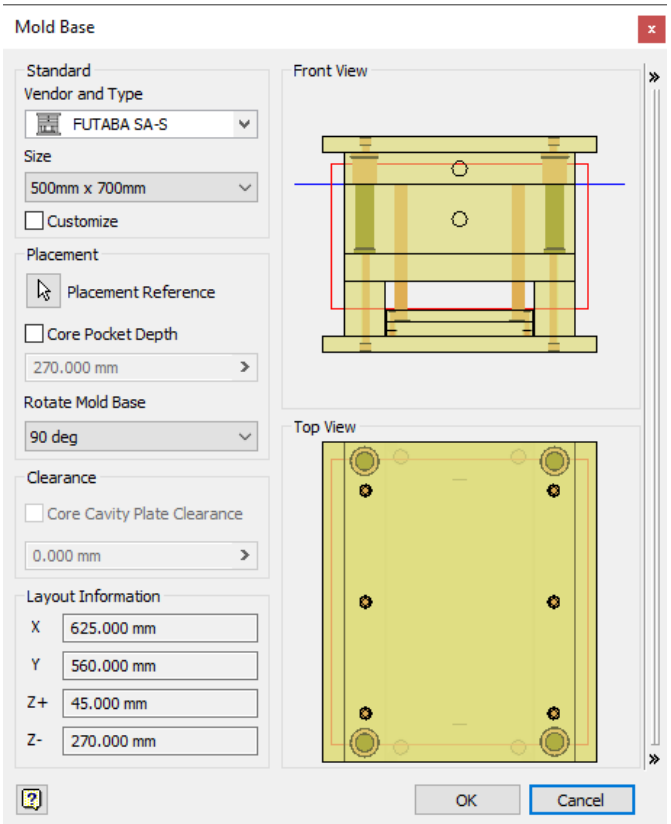

Figure 19-63 *The* ***Mold Base*** *dialog box*
1. Choose the **Mold Base** tool from the **Mold Assembly** panel in the **Mold Assembly** tab of the **Ribbon**; the **Mold Base** dialog box is displayed, as shown in Figure 19-63.